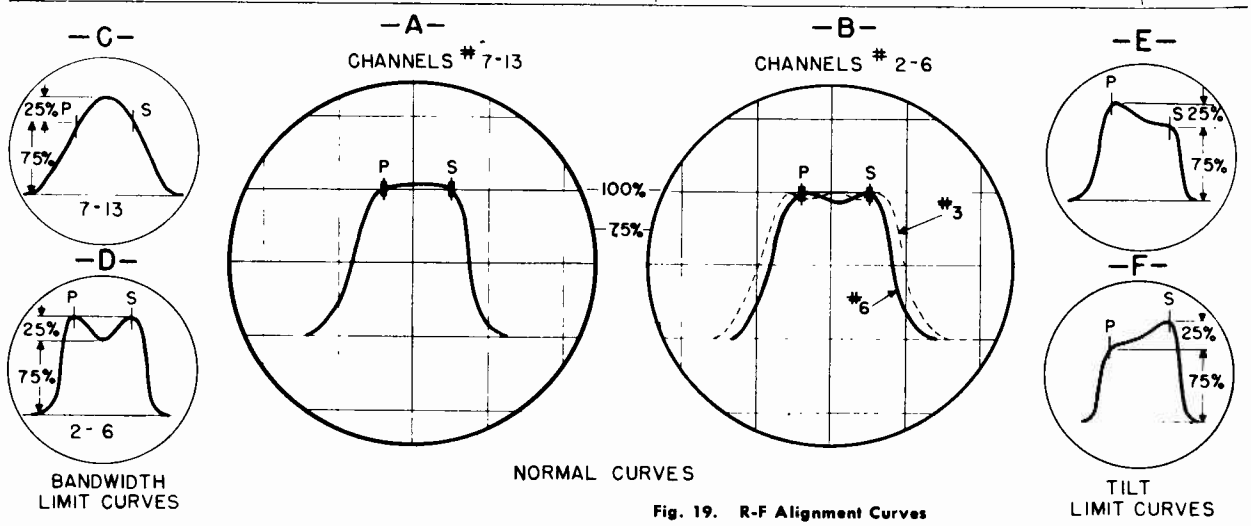

Fig. 19. R-F Alignment Curves
3. The inductance of the coils are adjusted by brass screws with the exception of L111, L118 and L126 which are adjusted for proper tracking by inserting a knife blade between the windings. Adjust C104, C105, C106 and C108 for maximum gain and proper bandwidth of 4.5 mc across the top of curve on Channel No. 13, Fig. 19-A. Coil L122, may be dressed to aid in the tracking of the high channels. C105 controls the bandwidth and C104, C106 and C108 bring the circuits into resonance.
4. With the channel switch on No. 6, tune L112, L114, L119 and L127 for maximum gain, optimum curve flatness and 4.5 mc bandwidth (Figure 19-B).
6. With the channel switch on No. 3, adjust coils L109, L116 and L124 for maximum gain and optimum curve flatness. (Figure 19-B.)
8. On all channels the picture and sound carrier marker should not be less than 75% of the peak of the r.f. response curve. If two minimum values occur the curve will look like Figure 19-C. When the sound carrier is 25% down the curve we obtain curve of Figure 19-E; when the picture carrier is 25% down we obtain curve of Figure 19-F. For the low channels we may obtain a limit curve like Figure 19-D.